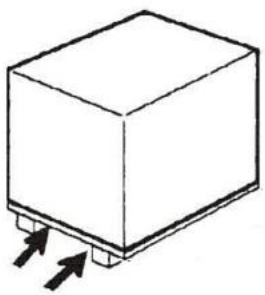

Рис. 3
● Перемещайте упакованный станок с помощью вилочного погрузчика с соответствующей грузоподъемностью. Рис. 3
- Система сжатого воздуха соединена со станком трубным соединением (G) на водомаслоотделителе рядом с коробкой. Как показано на рис. 3.